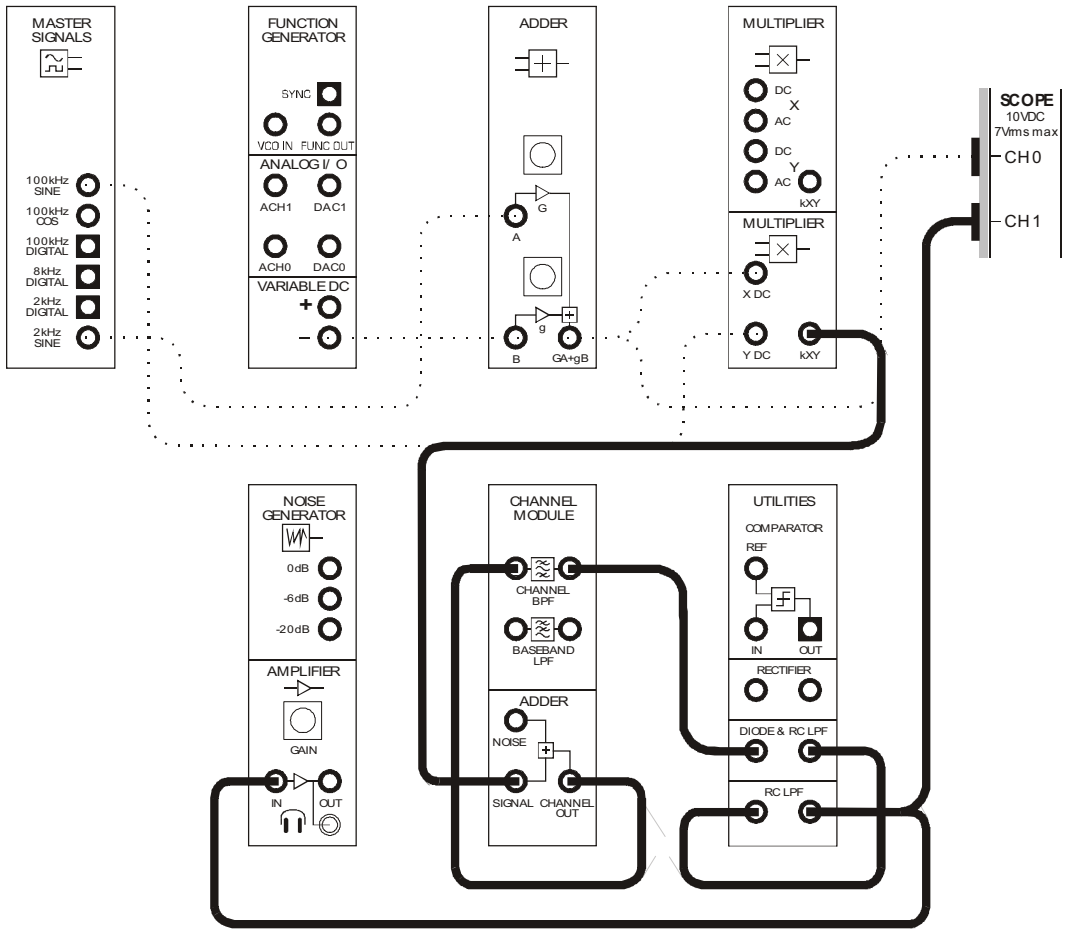
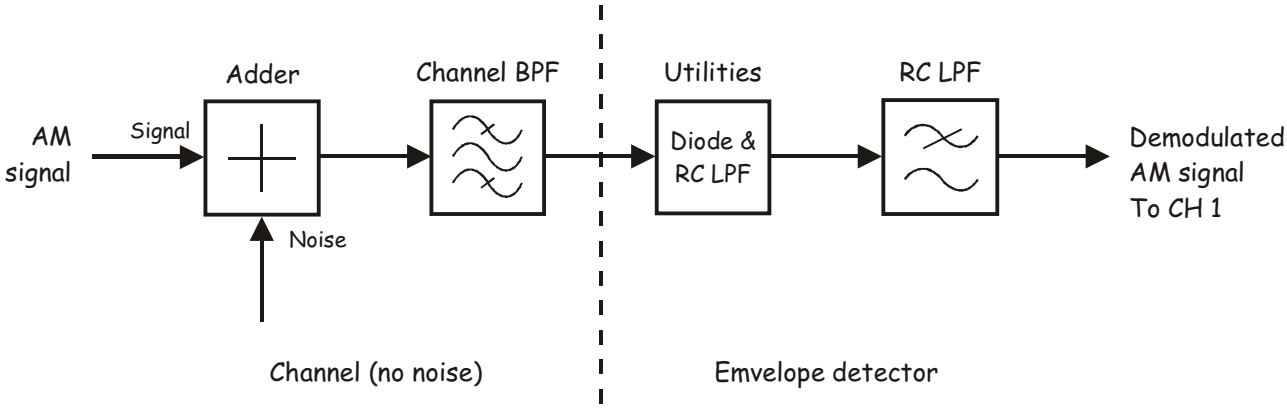

Figure 3
Figure 4
22. Modify the set-up as shown in Figure 3 below.
The set-up in Figure 3 can be represented by the block diagram in Figure 4 below. The Adder and Channel BPF modules are used to model a bandwidth limited channel that can also be made noisy. (Note: Although the Adder module's *NOISE* input is left unconnected, the input isn't *floating* due to the DATEx's hardware design). The Diode and RC LPF on the Utilities module implement an envelope detector while the additional RC LPF is used to filter any remaining carrier.